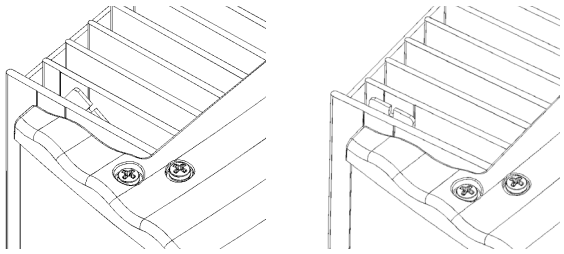

Figure 6.2: **Safety catch** open (left) and closed (right)
– Lock the safety catch. To do this, slide the upper end of the safety catch toward the wall until the groove runs parallel to the wall (see Figure 6.2).